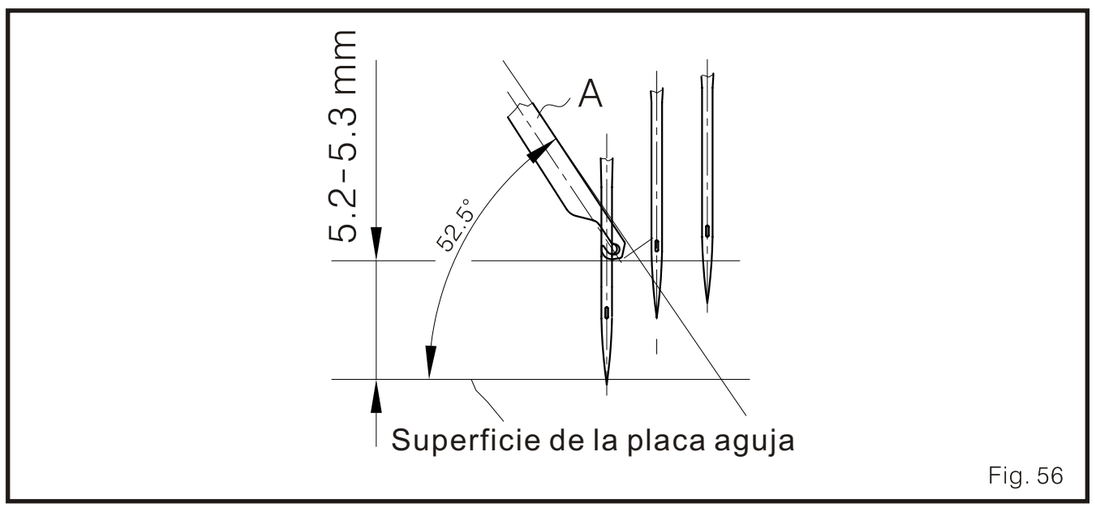

Fig. 56
1. Cuando la tapa de la cubierta de la cuchilla movible de hilos A este en el punto mas bajo, esto debe ser a 5,2 mm- 5.3 mm de la superficie de la placa aguja. (Fig. 56)